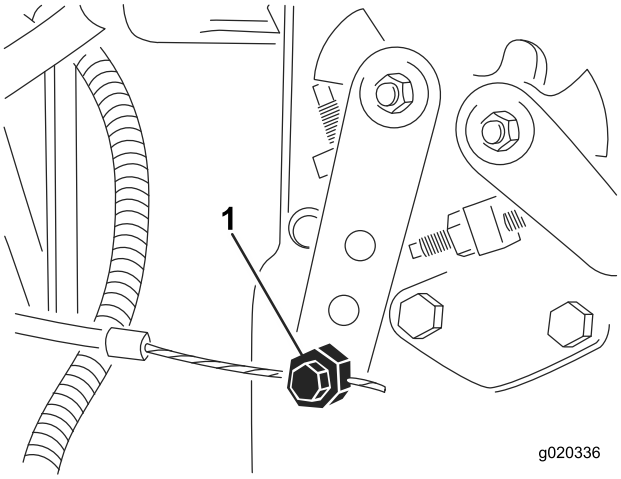

Figur 61
2. Lossa gasreglagekabelns kontaktdon på spaken vid insprutningspumpen (Figur 61).